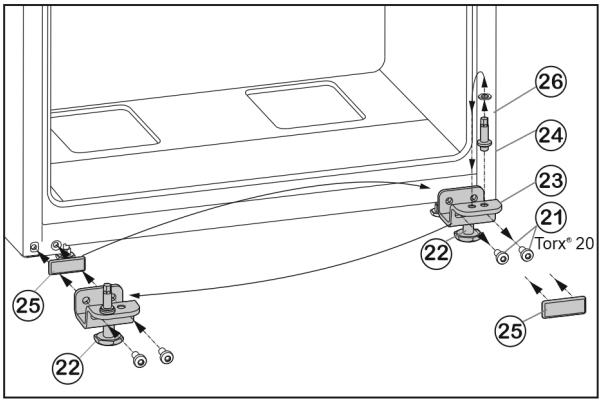

Fig. 7
▶ Upevňovací šrouby *Fig. 7 (21)* odšroubujte.
▶ Vyjměte spodní stojan ložiska *Fig. 7 (23)* i s ložiskovým čepem *Fig. 7 (24)*, podložkou *Fig. 7 (26)* a seřizovací nožkou *Fig. 7 (22)*.
▶ Ložiskový čep *Fig. 7 (24)* kompletně odšroubujte i s podložkou *Fig. 7 (26)*, přemístěte do protilehlého upínacího otvoru stojanu ložiska a opět přišroubujte.
▶ Krycí desku *Fig. 7 (25)* opatrně sejměte a přemístěte ji na protější stranu.
▶ Spodní stojan ložiska *Fig. 7 (23)* opět kompletně, i s ložiskovým čepem *Fig. 7 (24)*, podložkou *Fig. 7 (26)* a seřizovací nožkou *Fig. 7 (22)*, případně s pomocí akumulátorového šroubováku **silou (4 Nm)** našroubujte na nové straně závěsu dveří.
▶ Spodní dveře nasaďte shora na ložiskový čep *Fig. 7 (24)*.
▶ Seřizovací nožku *Fig. 7 (22)* na spodním stojanu ložiska *Fig. 7 (23)* vytáčejte, až dosedne na zem.